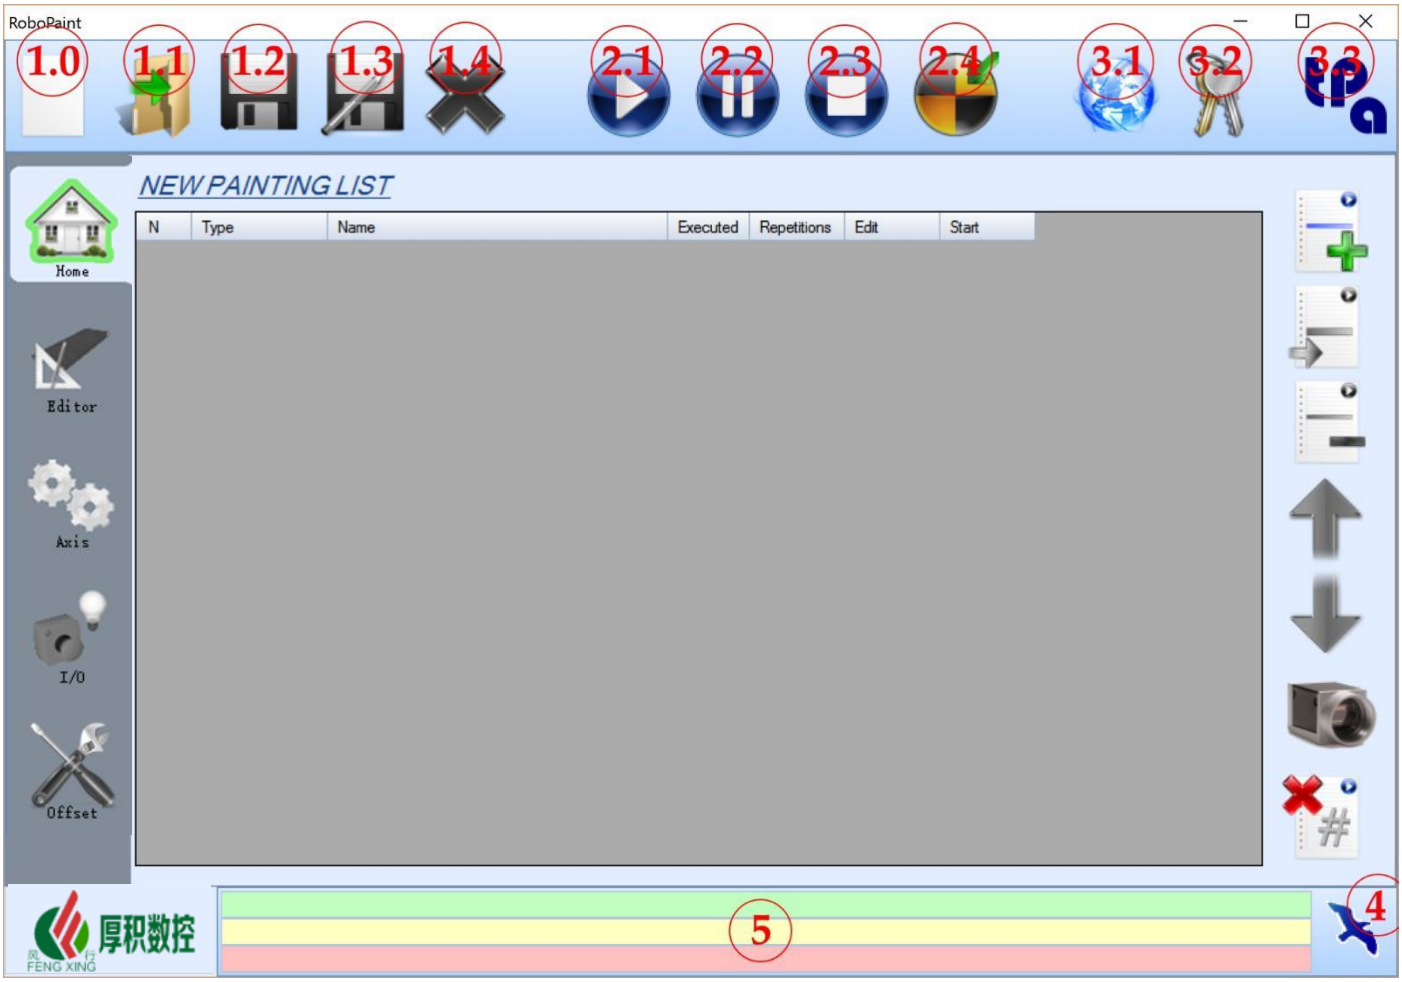

Fig.1
5. 参数：通过密码保护（图 1、3.2）。此处可以修改每台机器的各个偏移和特殊参数。
1. 列表：按新建程序按钮 2 显示添加的程序，或者通过打开命令显示整个加载的列表（图 1、1.1）。程序将按照第一个“N”列的值顺序运行。在以下列中：
创建所需执行列表后，只需按开始（图 1、2.1）开始机器中的实际执行。
按新建（图 1、1.0）选择要创建的程序类型（图 4）。另一方面，打开按钮（图 1、1.1）用于打开和修改以前创建的程序。该部分的区域分析更具体，如下：